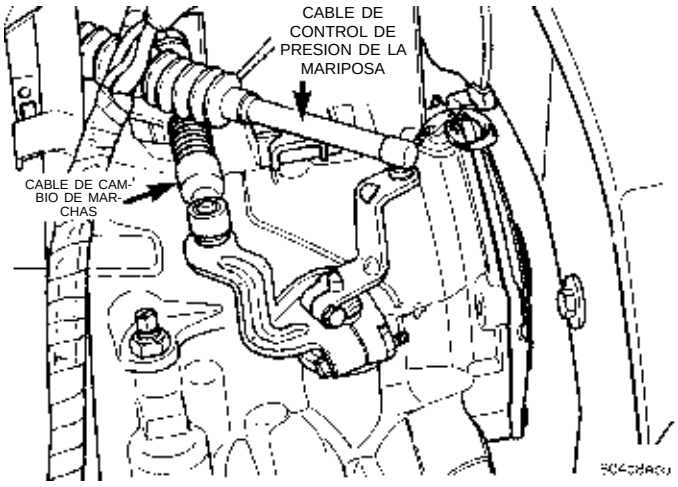
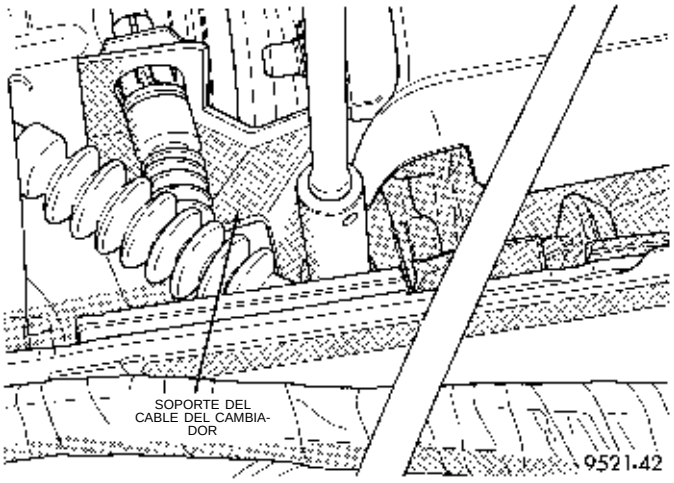

Fig. 31 Cable de cambio de marchas
Fig. 32 Soporte del cable del cambiador
(6) Desconecte el extremo del cable del cambio de la palanca de cambios del transeje (Fig. 31). Retire el perno del soporte del transeje (Fig. 32).